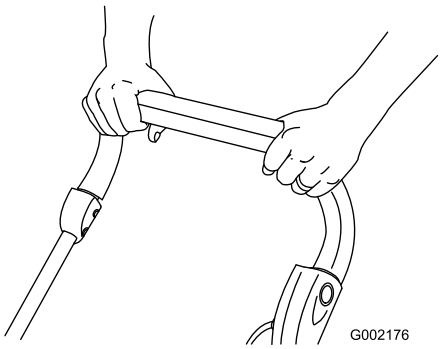

Figuur 17
5. Houd de bedieningsstang tegen de handgreep en laat de knop los (Figuur 17).